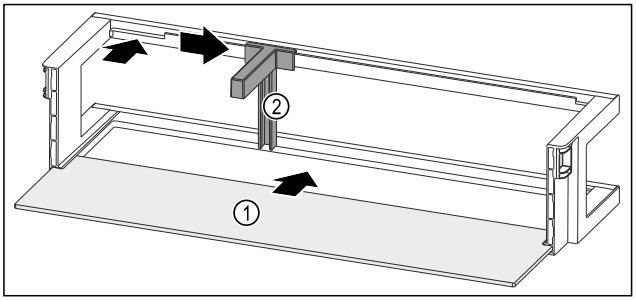

Fig. 214 Durvju plaukts ar plauktu
- ▶ Iebīdiet plauktu *Fig. 214 (1)* sānu padziļinājumos.
- ▶ Ievietojiet pudeļu turētāju *Fig. 214 (2)* padziļinājumā.
- ▶ Pabīdiet pudeļu turētāju *Fig. 214 (2)* vajadzīgajā pozīcijā uz sānu.